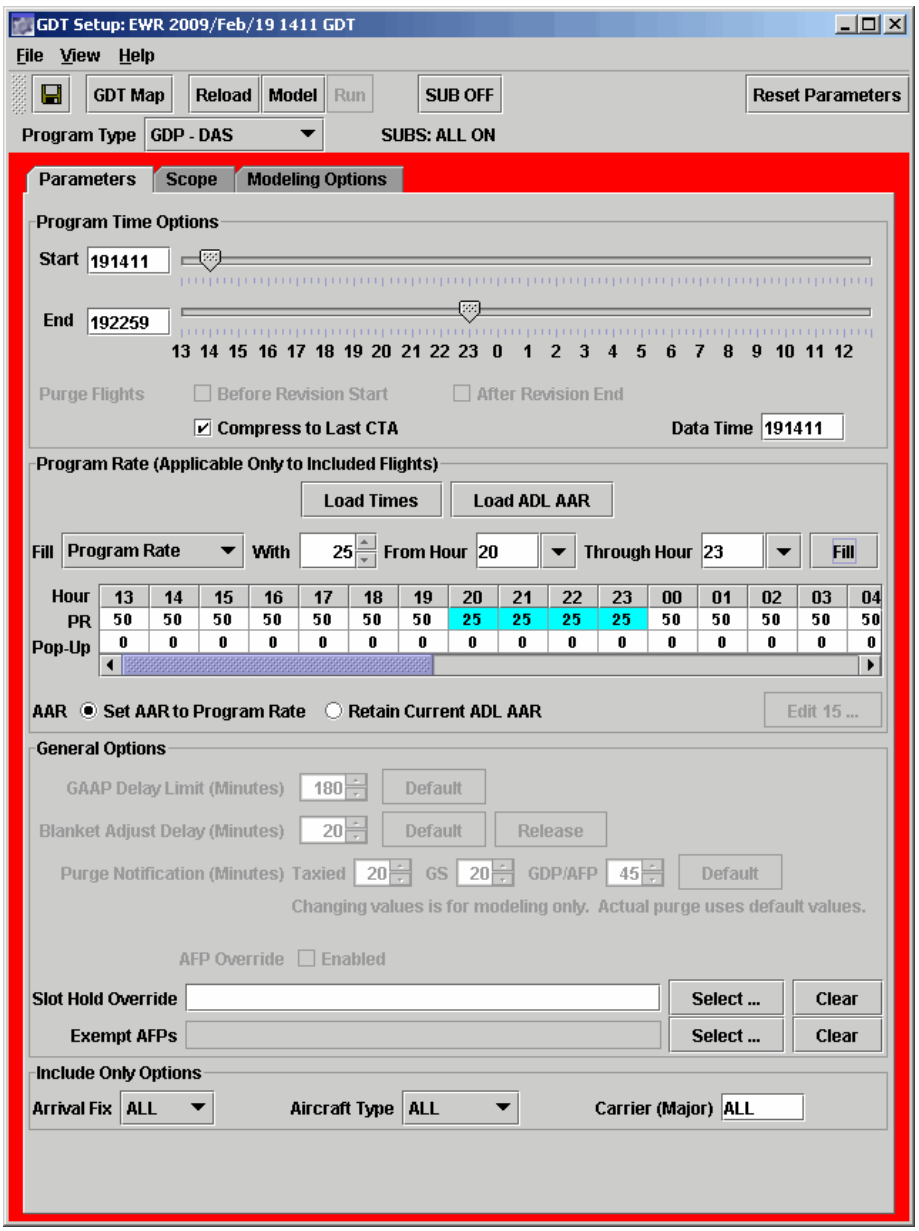

Figure 8 - 2 : GDT Setup Parameters Tab
8. Complete the Include Only Options section by selecting values for ***Arrival Fix***, ***Aircraft Type***, and ***Carrier*** (see Figure 8 - 2).
9. Click the Scope tab, and enter the appropriate values for the program. For this example, enter the following (see Figure 8 - 3):